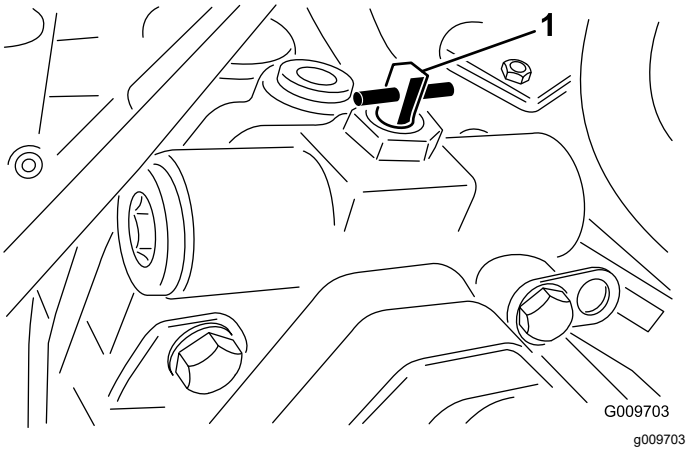

Figur 77
3. Vrid förbikopplingsventilen 90° (¼ varv) i endera riktningen för att öppna den så att vätska kan avledas internt (Figur 77).
2. Vrid förbikopplingsventilen 90° (¼ varv) i endera riktningen för att öppna den så att vätska kan avledas internt (Figur 77).